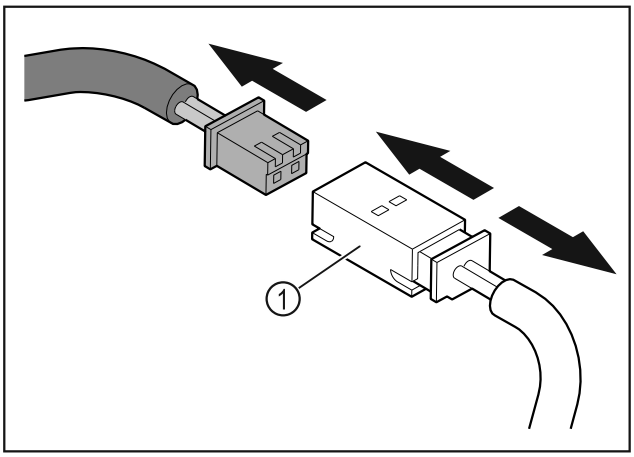

Fig. 10
▶ Disconnect the plug and the plug coupling *Fig. 10 (1)*.